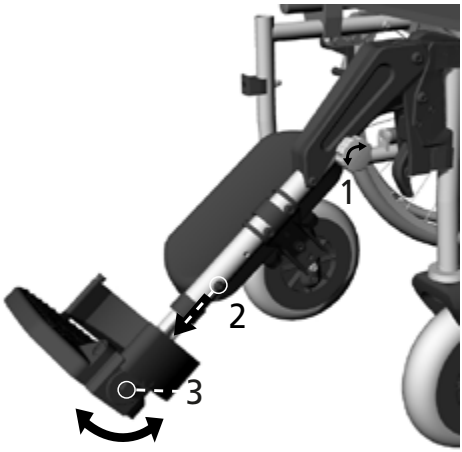

afb.42
1. Draai de draaiknop 1 omdraaiing tegen de klok in. (1, afb. 42)
1. Om de lengte-instelling te veranderen draait u de inbusbout los (2 afb. 42) en duwt/trekt u de voetplate lichtjes naar de gewenste lengte.
1. Om de hoek te veranderen draait u de inbusbout los (3 afb. 42) en trekt u de voetplate lichtjes naar binnen, totdat de vergrendeling los is. Stel nu de gewenste hoek in.